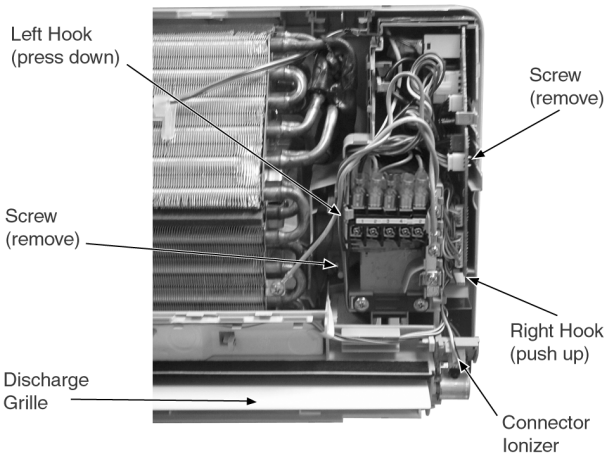

Fig. 5
– Pulling out the Drain Hose from outlet to remove the Discharge Grille. (Fig. 5)
– Removing the right and left screws. (Fig. 5)
– Then remove the Control Board by pressing down the hook at the left and pushing up the right hook. (Fig. 5)